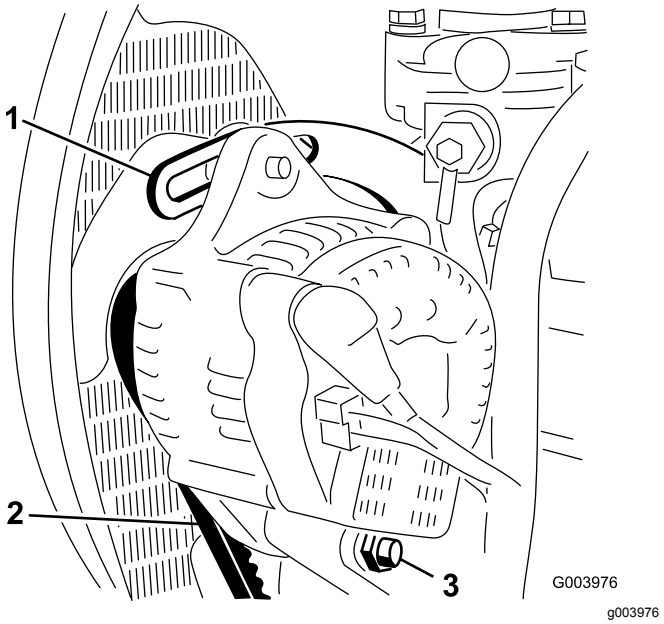

Figur 68
2. Kontrollera generatorremmens spänning genom att trycka ner remmen (Figur 68) mittemellan generatorn och vevaxelskivorna med en kraft på 10 kg.
3. Lossa den bult som håller fast staget på motorn (Figur 68), den bult som håller fast generatorn på staget samt axelbulten.